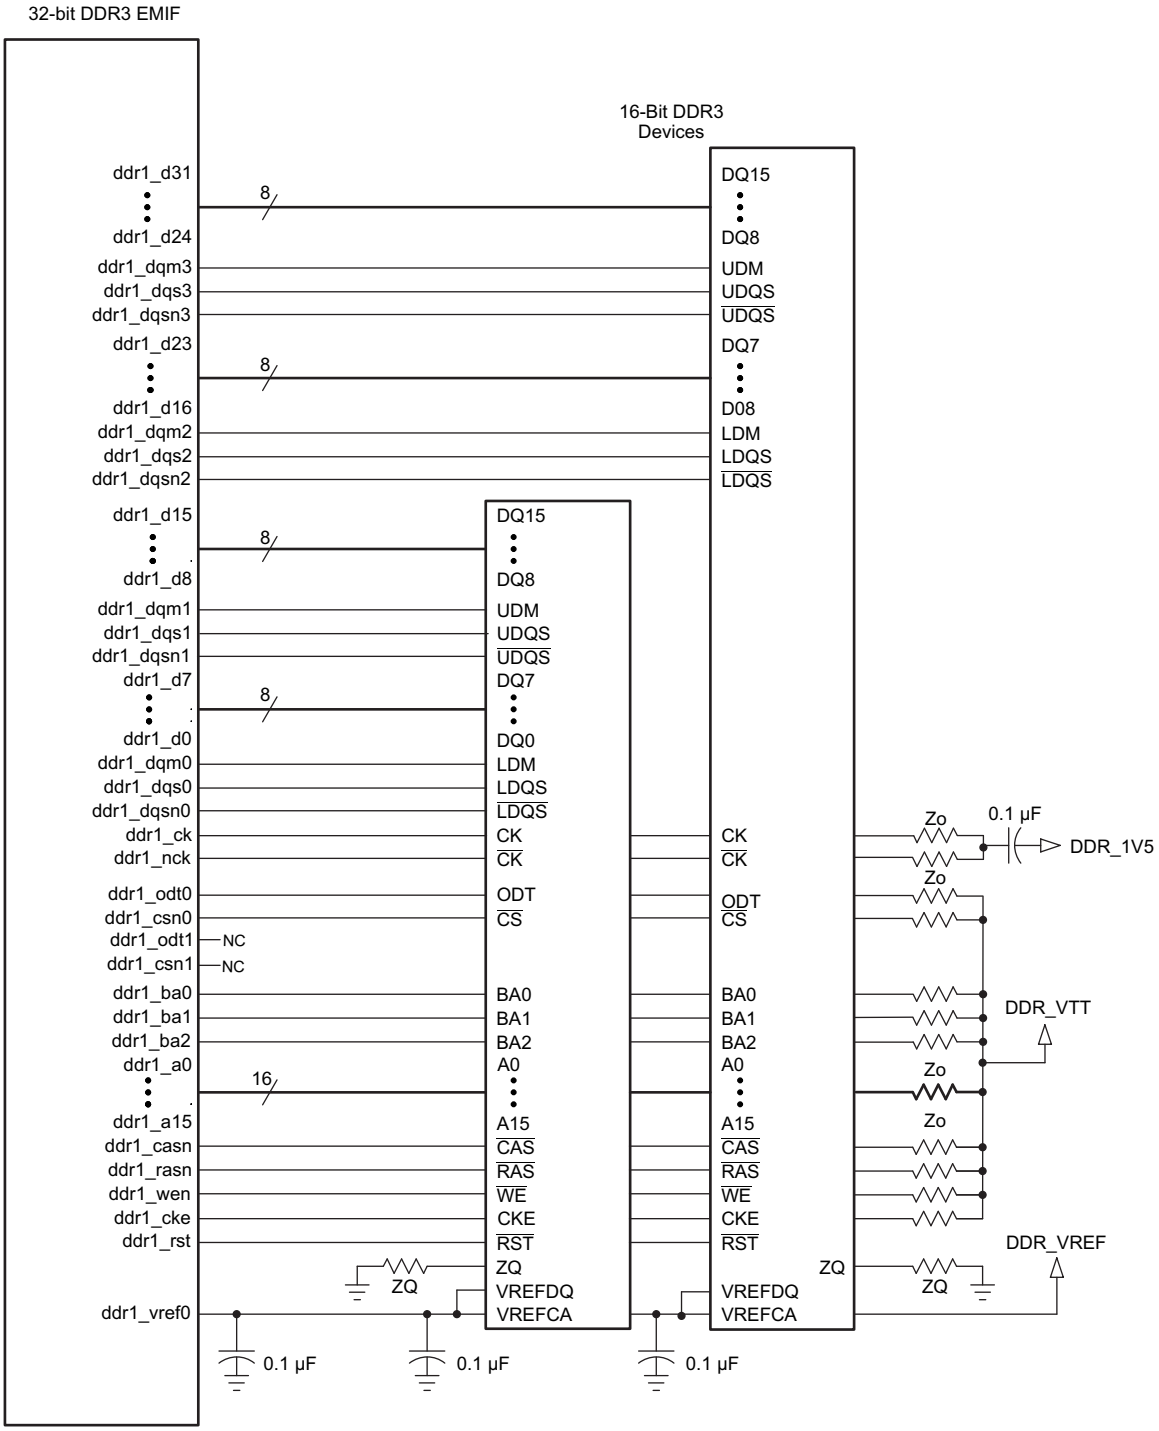
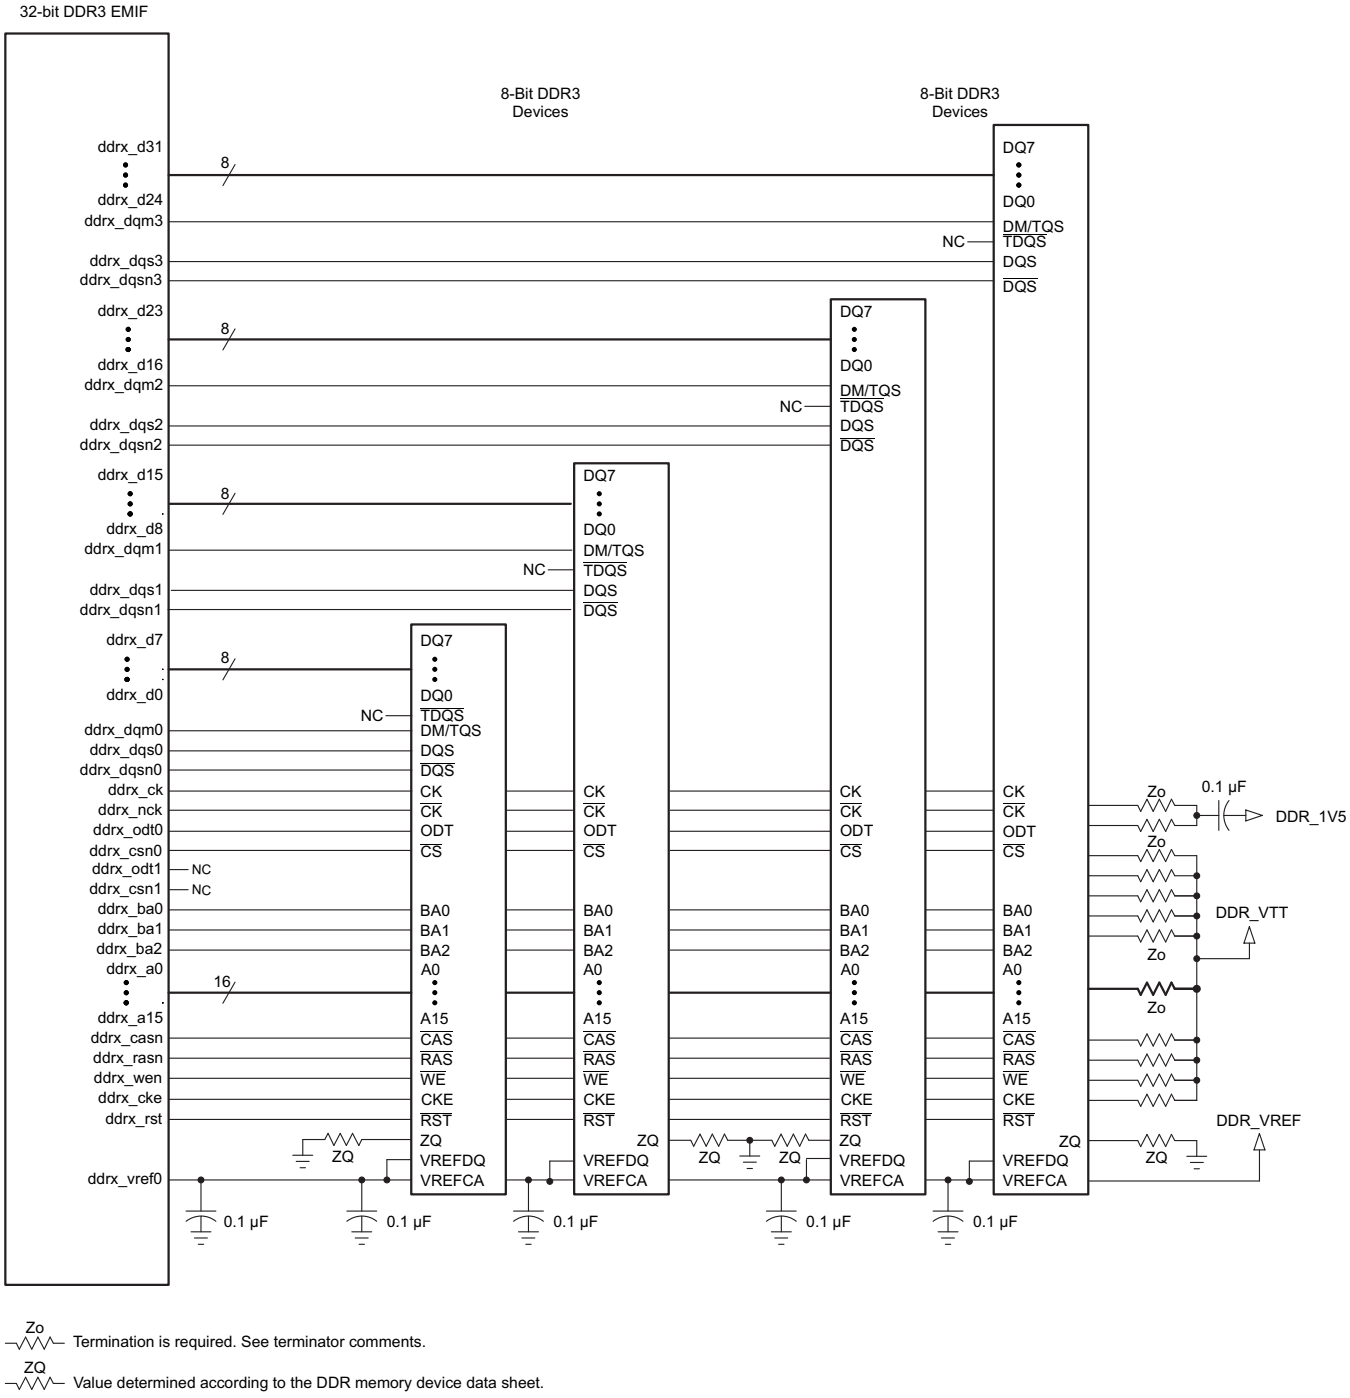

Figure 7-2. 32-Bit, One-Bank DDR3 Interface Schematic Using Two 16-Bit DDR3 Devices
Figure 7-3. 32-Bit, One-Bank DDR3 Interface Schematic Using Four 8-Bit DDR3 Devices
The DDR3 interface schematic varies, depending upon the width of the DDR3 devices used and the width of the bus used (16 or 32 bits). General connectivity is straightforward and very similar. 16-bit DDR devices look like two 8-bit devices. Figure 7-2 and Figure 7-3 show the schematic connections for 32-bit interfaces using x16 devices.
Note that the 16-bit wide interface schematic is practically identical to the 32-bit interface (see Figure 7-2 and Figure 7-3); only the high-word DDR memories are removed and the unused DQS inputs are tied off.
(1) Refer to Table 7-3 Switching Characteristics Over Recommended Operating Conditions for DDR3 Memory Controller for the range of supported DDR clock rates.
(2) For valid DDR3 device configurations and device counts, see Section 7.2.2.4, Figure 7-2, and Figure 7-3.